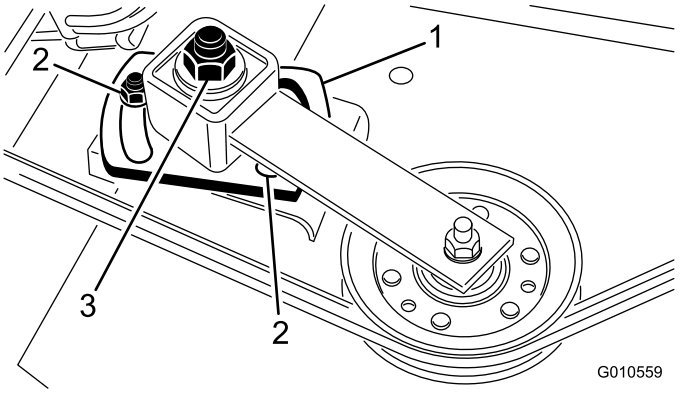

**Figur 4**
2. Løsn de to møtrikker, der fastgør styreremskivens plade, så styreremskivens spænding mod remmen løsnes (Figur 4).
3. Afmonter remmen fra højre spindelremskive (Figur 4).